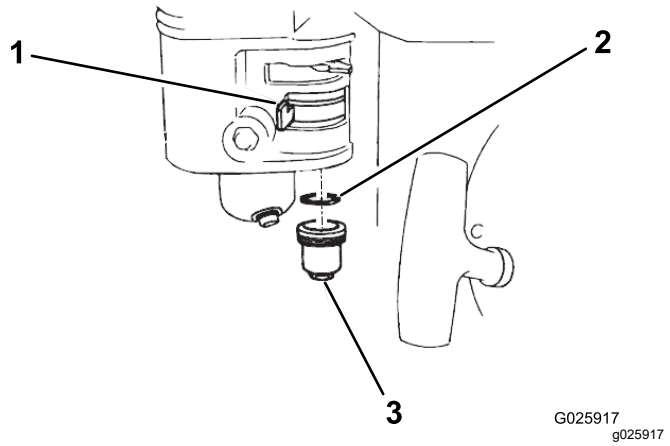

Figur 34
2. Flytta bränslekranen till det AVSTÄNGDA läget (Figur 34).
3. Avlägsna bränslesedimentskålen och o-ringen (Figur 34).
6. Placera o-ringen i bränslekranen och montera sedimentskålen (Figur 34). Dra åt sedimentskålen ordentligt.